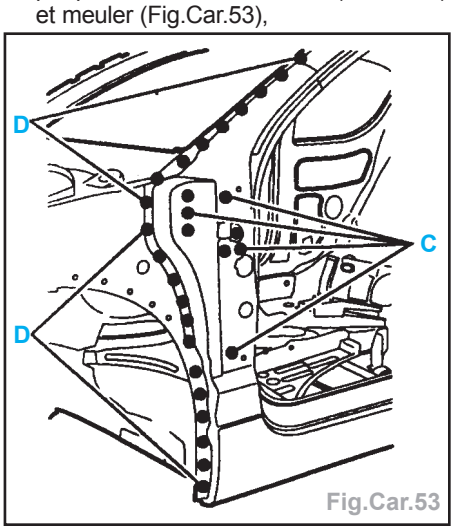

Fig.Car.53
- par points bouchons au MIG (suivant C) et meuler (Fig.Car.53),